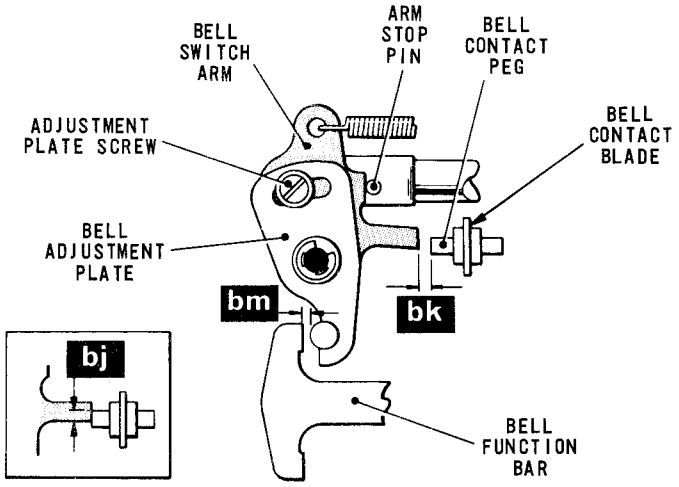
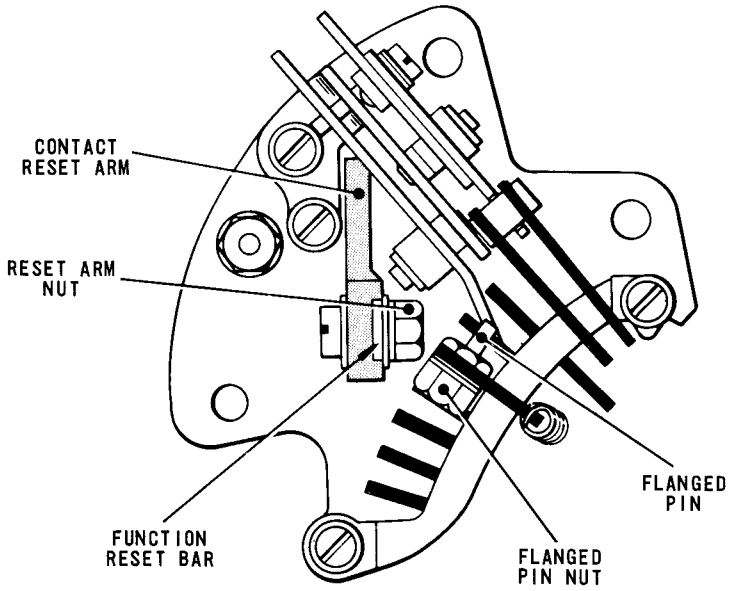
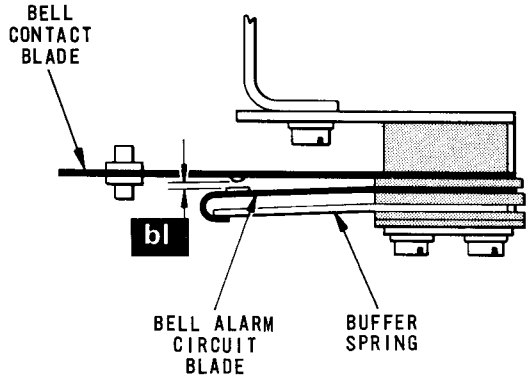

Fig. 4.72 BELL CONTACT OPERATING MECHANISM
Fig. 4.73 BELL AND WRU? FUNCTION BARS
Fig. 4.74 BELL CONTACT SPRING ASSEMBLY
90.1 Check that the Bell contact peg, Fig. 4.72, is engaged with the projection on Bell switch arm by .015 - .030 in. (dimension) 'bj' - inset).
90.7 Move the shift lever, Fig.4.53, to the Letters position, i.e. to the left looking from the rear of the machine. Lift the translator clutch abutment and turn the machine by hand until the function reset bar, Fig.4.73, has moved towards the rear of the machine.
90.8 With the Bell switch arm, Fig.4.72, resting against its stop pin, check that there is now a clearance of .004 - .008 in. (dimension 'bk') between the projection on the switch arm and the Bell contact peg.
90.10 To adjust, slacken the nut securing the contact reset arm, Fig.4.73, and move the arm until the correct clearance is present on both switches.
90.11 Return the machine to the rest position and, with the Bell contact peg, Fig.4.72, engaged with the projection on the Bell switch arm, check that the Bell alarm circuit blade, Fig.4.74, is now resting against its buffer spring and that there is a clearance of .015 - .025 in. (dimension 'bl') between the alarm circuit blade and the Bell contact blade. Check also that a force of 1 - 1½ ounces (28 - 43 grammes) applied to the tip of the alarm circuit blade causes its hook to be moved clear of the buffer spring.
by hand until the function reset bar, Fig.4.73, has moved towards the rear of the machine. Check that the rear end of the Bell function bar, Fig.4.72, is abutting against the shift lever, Fig.4.53, and the front end of the bar is clear of the Bell adjustment plate Fig.4.72, by .004 - .008 in. (dimension 'bm').
90.16 Return the machine to the rest position. Depress the WRU? key or, if the machine has no keyboard, set up the WRU? code (MSSMS) on the pins. Lift the translator clutch abutment and turn the machine by hand until the function reset bar, Fig.4.73, has moved towards the rear of the machine. Check that the rear end of the WRU? function bar is abutting against the shift lever, Fig.4.53, and the flanged pin on the front end of the bar is clear of the WRU? switch arm by .004 - .008 in. (dimension 'bm', Fig.4.72).
90.17 To adjust, slacken the nut securing the flanged pin, Fig.4.73, and move the pin until the correct dimension is achieved. Tighten the nut.
90.18 Move the shift change lever, Fig.4.53, to the Figures position. Depress the Bell key or, if the machine has no keyboard, set up the Bell code (MMSMS) on the pins. Lift the translator clutch abutment, turn the machine slowly by hand and check that, as the function reset bar, Fig.4.73, is returned towards the front of the machine, the projection on the Bell switch arm, Fig.4.72, is lowered on to the top of the Bell contact blade peg and the contacts are permitted to close.
90.19 With the contacts thus closed, lift the projection on the switch arm clear of the contact blade peg and check that the hook of the Bell alarm circuit blade Fig.4.74, is now clear of its buffer spring by a minimum of .003 in.